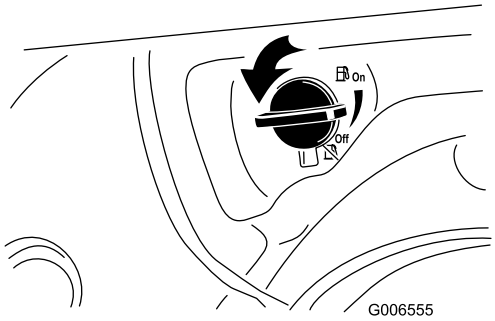

Bild 20
2. Drehen Sie den Kraftstoffhahn eine Viertelumdrehung nach links, um ihn zu öffnen (Bild 20).